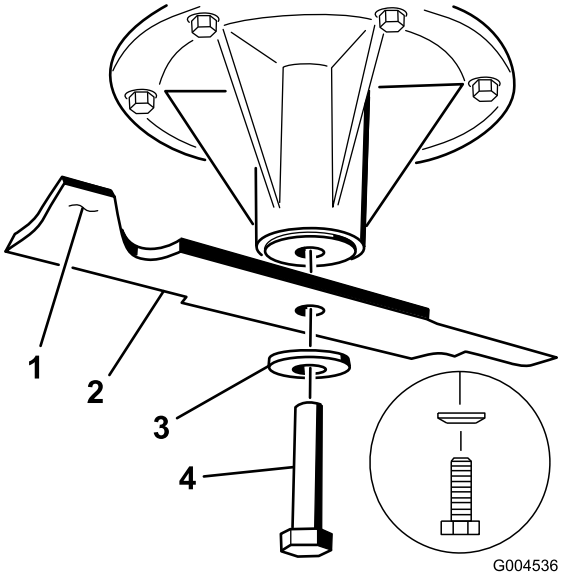

**Figur 81**
1. Monter skærekniven på spindelakslen (Figur 81).
2. Monter fjederskiven og skæreknivsbolten. Fjederskivens konus skal installeres mod boltens hoved (Figur 81). Tilspænd skæreknivsbolten med et moment på 115–149 Nm.